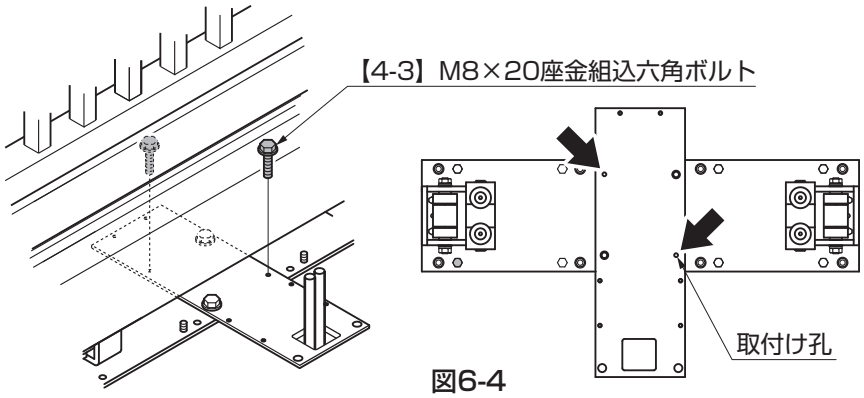

図6-4
③電動柱を挿入後、柱取付けベースプレートとベースローラーを【4-3】で取付けてください。（図6-4参照）